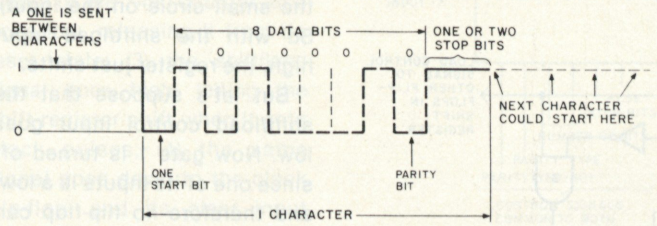

Fig. 5. The letter E as sent over a serial asynchronous line.
So we put all this additional information on the same data line as will carry the data bits. This is done by agreeing on a very carefully timed sequence as shown in Fig. 5.
First, we agree that the characters to be sent may come together in bunches or may be separated by unknown and random intervals of time. But once a character starts, its timing will be precisely controlled, with each bit lasting a known length of time. Since the characters can arrive at unpredictable times, we need to decide what will be on the line between them. As shown in Fig. 5, this is a 1 level, which lasts up until the very beginning of the character.
At the beginning of a new character, the signal suddenly changes to a space (0) to form the start pulse shown in Fig. 5. Starting with this pulse, we have a string of either 10 or 11 bits, which follow at a precise speed. This consists of the start bit, eight data bits, which carry the ASCII character and its parity bit, and either one or two stop bits.
As you can see in Fig. 5, the start bit is always a 0 or space, the eight data bits can be either 0 or 1, depending on the character code, and the stop bit is always a 1 or mark. If the character is immediately followed by another one, then the next start bit will be right after the end of the stop. If not, then the stop will simply be continued at a 1 (mark) level until the next character comes along.
Fig. 5 also shows that the bits are sent backward. For instance, the code for the letter E is 1000101. Assuming odd parity, the parity bit would be a 0, and so the complete eight-bit code would be 01000101. But when sent over an asynchronous line, the bits would be sent backward as 10100010 as shown. The reason is that it is convenient if the parity bit is sent last, so that it can be checked after the rest of the bits are received.